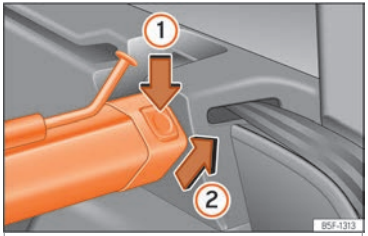

Abb. 139 Im Gepäckraum: Trennnetz abnehmen.
- Linke oder rechte Entriegelungstaste ››› **Abb. 139** in Pfeilrichtung ① drücken.
- Stützschale in Pfeilrichtung ››› **Abb. 139** ② abnehmen.
- Schale der Träger links und rechts entgegen der Pfeilrichtung drücken ››› **Abb. 139** ②, bis diese einrastet.